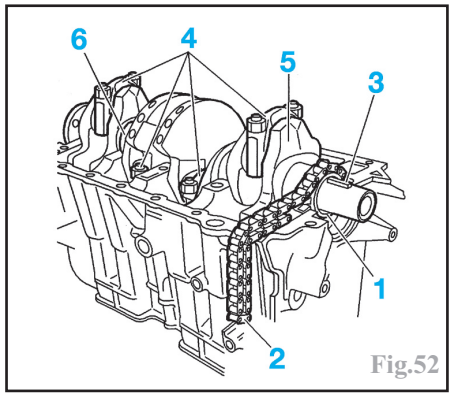

Fig.52
-le pignon (1) et la chaîne d'entraînement (2) de la pompe à huile et la clavette (3) (Fig.52).
-reposer la clavette (3), le pignon (1) et la chaîne d'entraînement de la pompe à huile (2) en bout du vilebrequin (Fig.52).